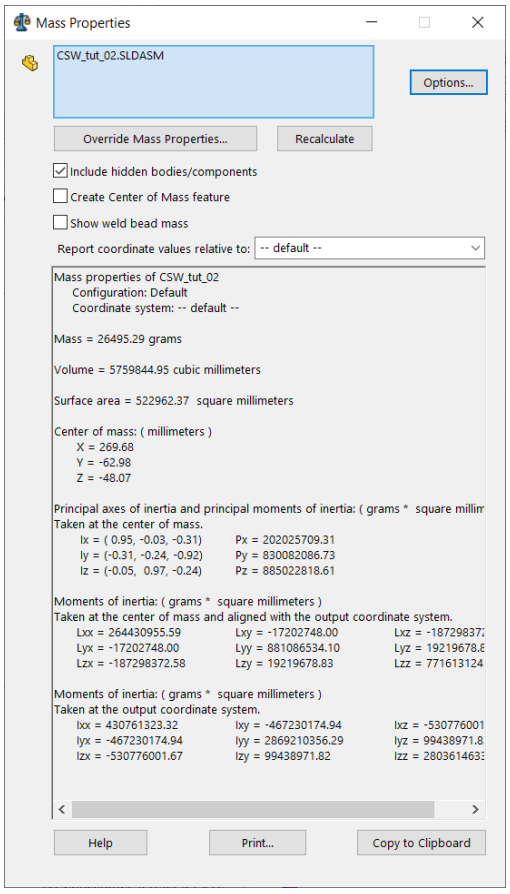

Figure 16 *The* ***Mass Properties*** *dialog box*
4. Select the **Mass Properties** tool from the **Evaluate CommandManager**; the **Mass Properties** dialog box is displayed with the center of mass value in this dialog box, refer to Figure 16.